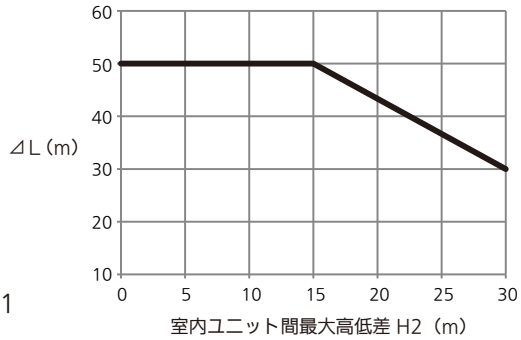

図1
- ⊿Lの制限が変わります。下記の図1 を参考にしてください。